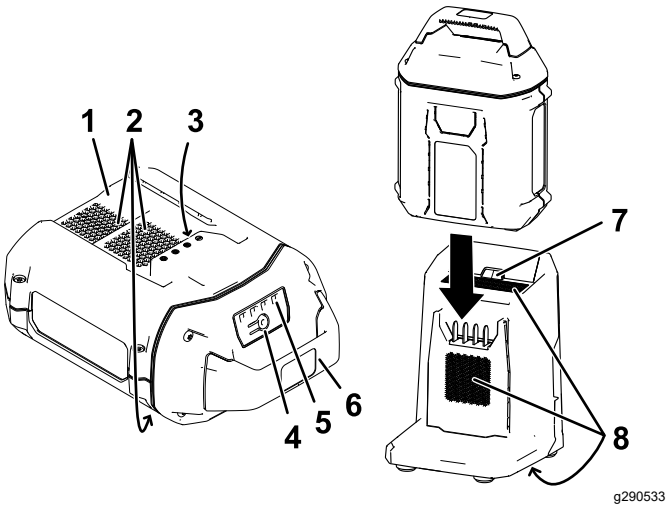

Figur 20
2. Innrett kammeret i batteripakken (Figur 20) med koblingsarmen på laderen.
3. Skyv batteripakken inn i laderen til den sitter helt fast (Figur 20).